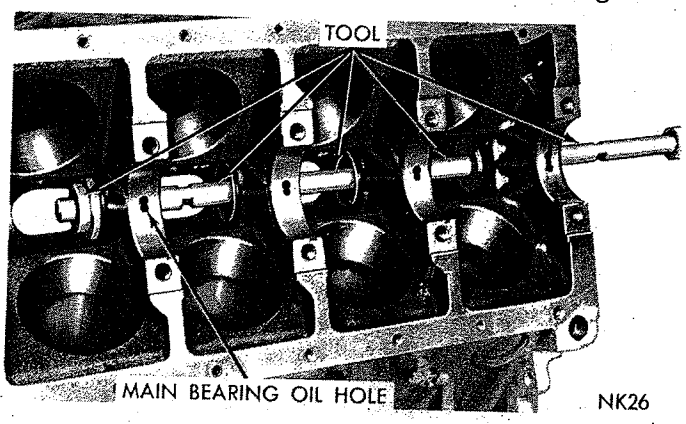

*Fig. 36—Removing Camshaft Bearings*
(1) With engine completely disassembled, drive out rear cam bearing welch plug.
(2) Install proper size adapters and horse shoe washers (part of Tool C-3132A) at back of each bearing shell to be removed and drive out bearing shells, (Fig. 36).